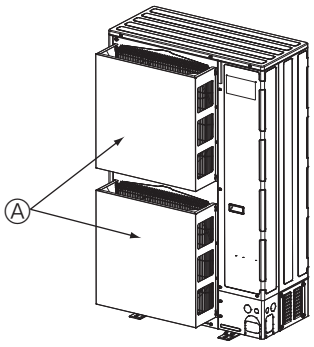

Fig. 2-4
② Si la unidad está situada en un lugar expuesto a vientos fuertes como huracanes que puedan entrar en la salida de aire, coloque una guía de protección de aire opcional. (Fig. 2-4)